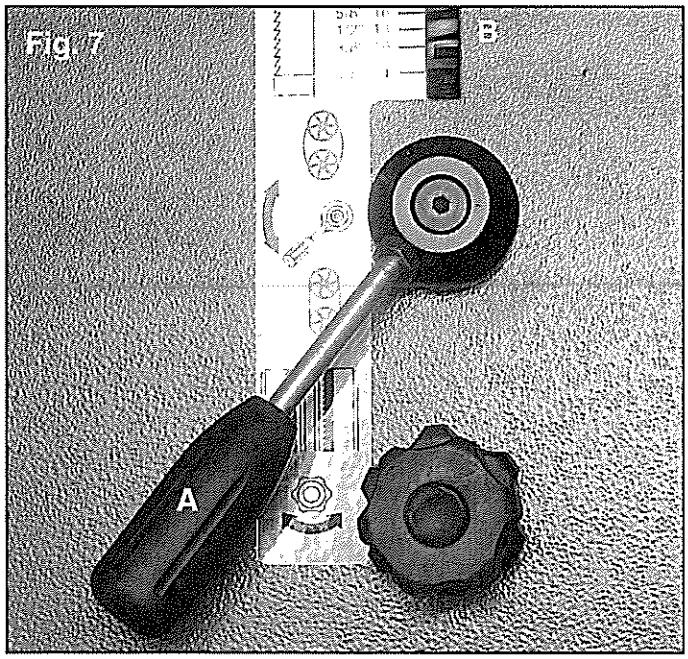

Fig. 7
• Loosen the lever on the rear of bandsaw by pushing it up. Fig 7. A This will release the blade tension.
• Re-tension the blade by pushing lever Fig 7 A down.